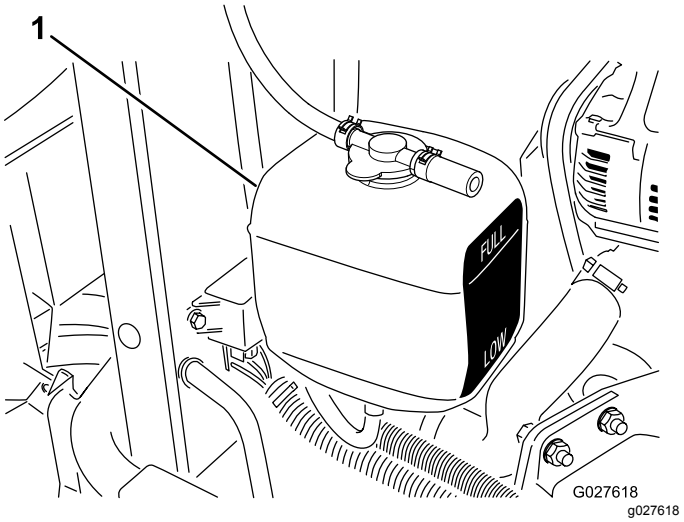

Figuur 40
1. Controleer het koelvloeistofpeil in de expansietank (Figuur 40).